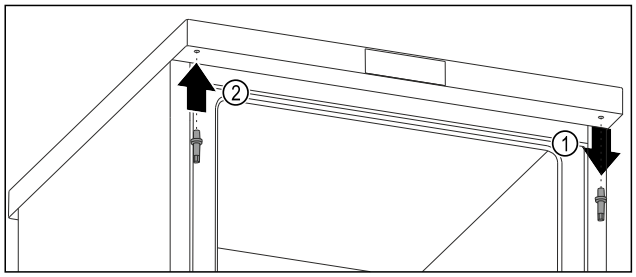

Fig. 14
▶ Kierrä ylemmät pultit ulos ulkokuusioavaimella. *Fig. 14 (1)*
▶ Kierrä pultit ulkokuusioavaimella kiinni vastapäiselle puolelle. *Fig. 14 (2)*